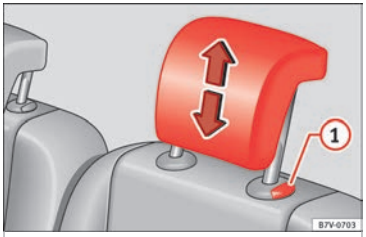

Fig. 151 Adjust the head restraints in the second or third row of seats
- Raise the head restraint in the direction of the arrow or lower it ››› **Fig. 150** or ››› **Fig. 151** (1) with the button pressed ››› ⚠ **in Removing and installing the head restraints on page 144**.